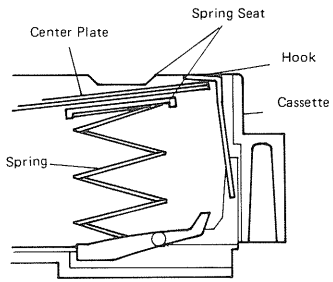

Figure 5-20
- In the case of Government LTR and Korean Legal, remove paper feed roller 1 shown in Figure 5-20.
- In the case of Korean Legal-R, remove paper feed roller 3 in Figure 5-20.